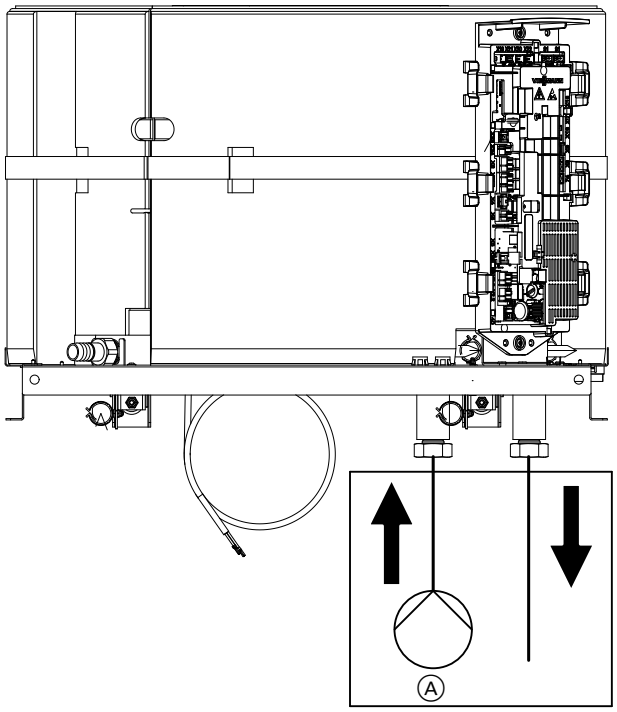

Abb. 38
2. Spülvorrichtung Ⓐ an den Wasseranschluss montieren. Entgegen der normalen Fließrichtung spülen: Siehe Abb. 38.